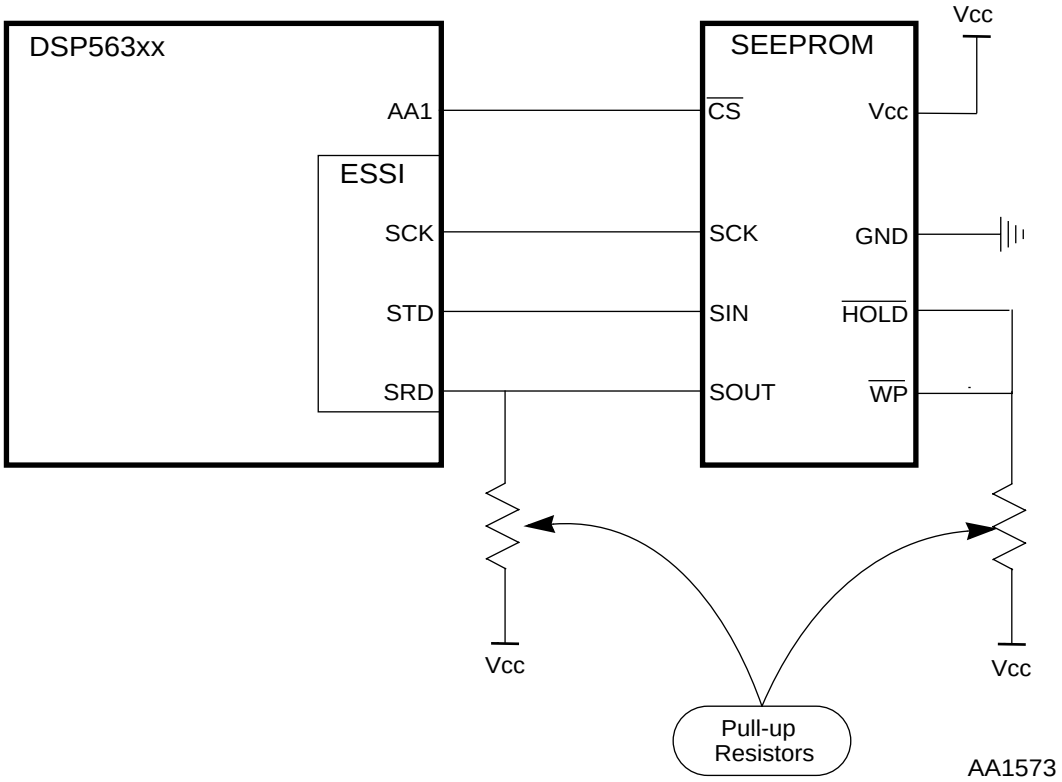

Figure 2-1 DSP - Serial EEPROM Connection to the ESSI
Figure 2-1 outlines a DSP-Serial EEPROM connection using ESSI. The ESSI supplies the serial clock to the EEPROM through its Serial Clock (SCK) Pin, once the Port C P3 Pin is configured as ESSI. The Serial Data Input (SI) line is provided at the Port C P5 Pin once this pin is configured as the ESSI TX0 Serial Transmitter Output (STD) Pin.